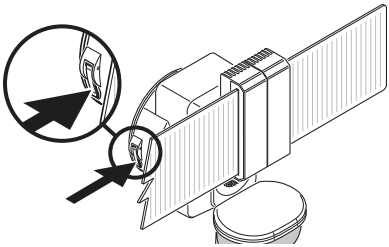

Figura 7
7. Presione completamente hacia abajo el mango de bloqueo para sujetar el artefacto de luz a la placa de montaje (vea la Figura 7).